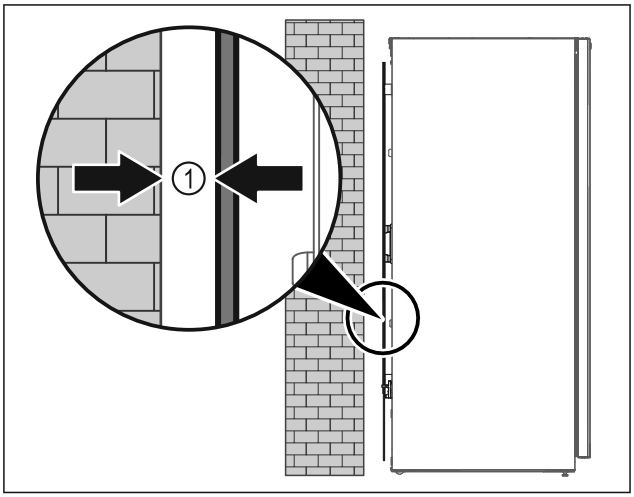

Fig. 27
▶ Поставити пристрій в приміщенні окремо або безпосередньо до стіни на відстані 5 мм *Fig. 27 (1)*.